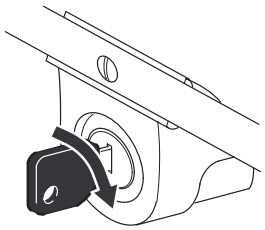

Abbildung 13
A. Den Schlüssel ins Zündschloß stecken (Abb. 13).